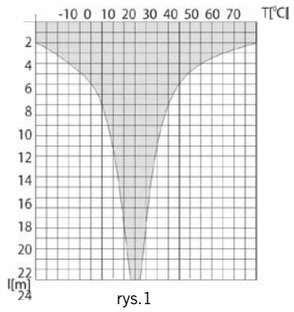
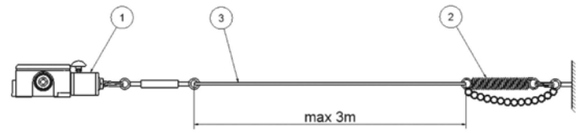
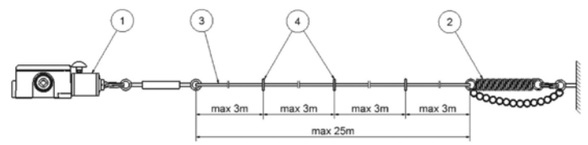

rys.1
rys.2 Wyłącznik linkowy LK-30 z linką bez przelotek
rys.3 Wyłącznik linkowy LK-30 z linką z przelotkami
Wyłączniki linkowe typu LK-30 i LK-40 umożliwiają zatrzymanie urządzenia, z którym współpracują i spełniają założenia normy PN-EN 60947-5-1. Minimalna długość linki wynosi 2m, a maksymalna - 25m, natomiast inne długości zależą od temperatury otoczenia (rys.1).
Kompletny wyłącznik linkowy składa się z wyłącznika wraz ze śrubą rzymską i kauszą (1), sprężyny z łańcuszkiem, kauszą i pierścieniem (2), linki o średnicy drutu wraz z otuliną 3 (3) oraz przelotek (4) w przypadku długości linki ponad 3m. Wszystkie te detale są dostępne do zakupu oddzielnie. Linkę o długości zgodnej z rys.1, należy zamontować zgodnie z dołączoną instrukcją. Schematy montażu przedstawiono na rys. 2 oraz rys. 3.